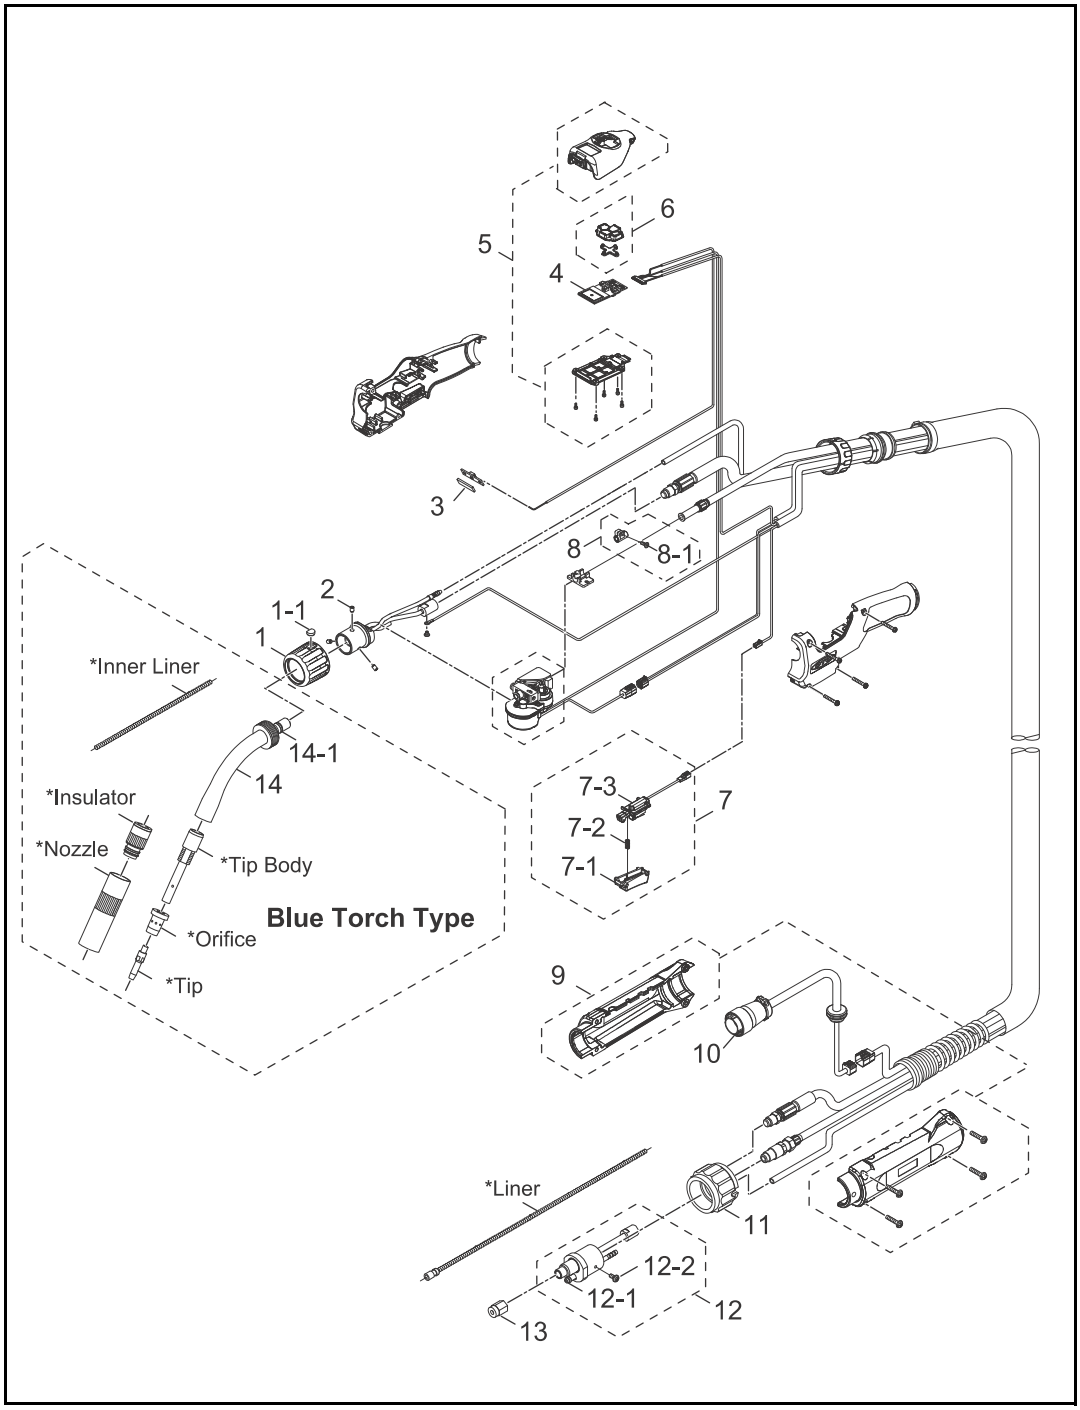

Fig.1 BTP(A)30D- □□ Body
9.1. BTP(A)30D □□ Body (Fig.1)